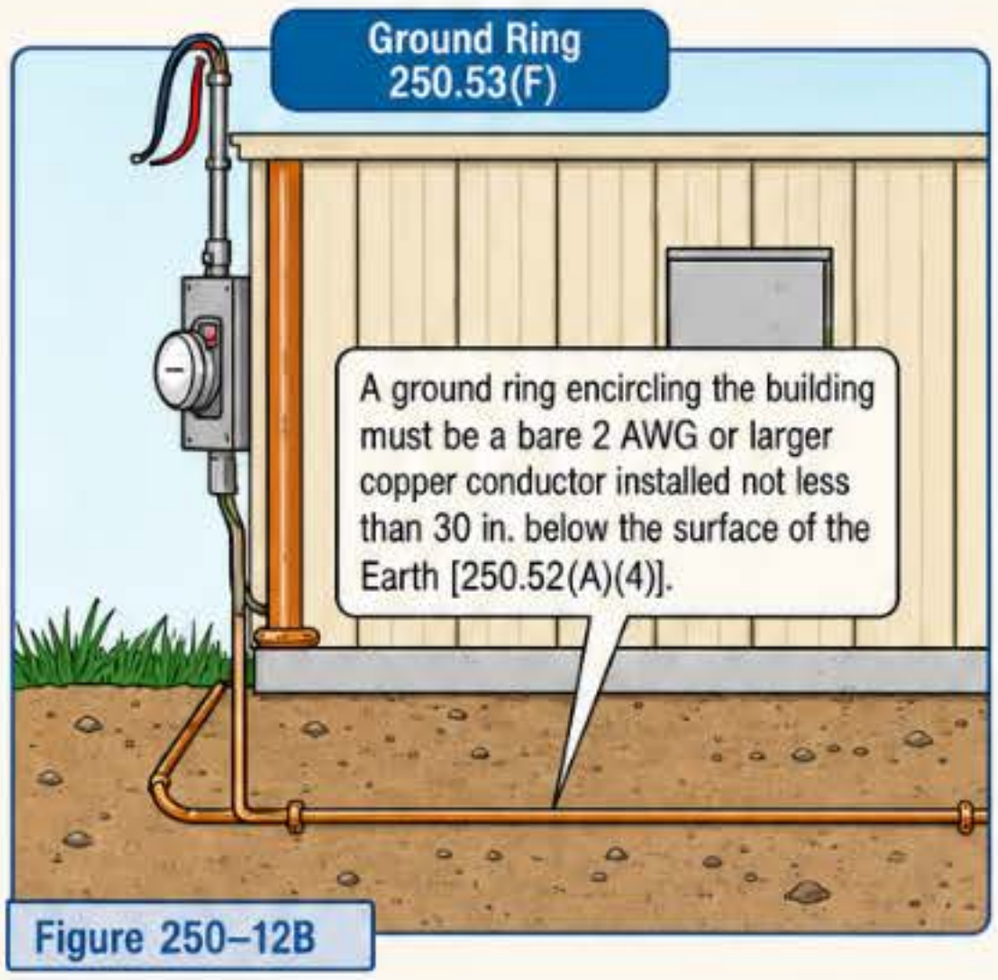

Figure 250–12B
(F) Ground Ring. *A ground ring encircling a building must be a bare 2 AWG or larger copper conductor installed not less than 30 in. below the surface of the Earth [250.52(A)(4)].* ▶ *Figure 250–128*